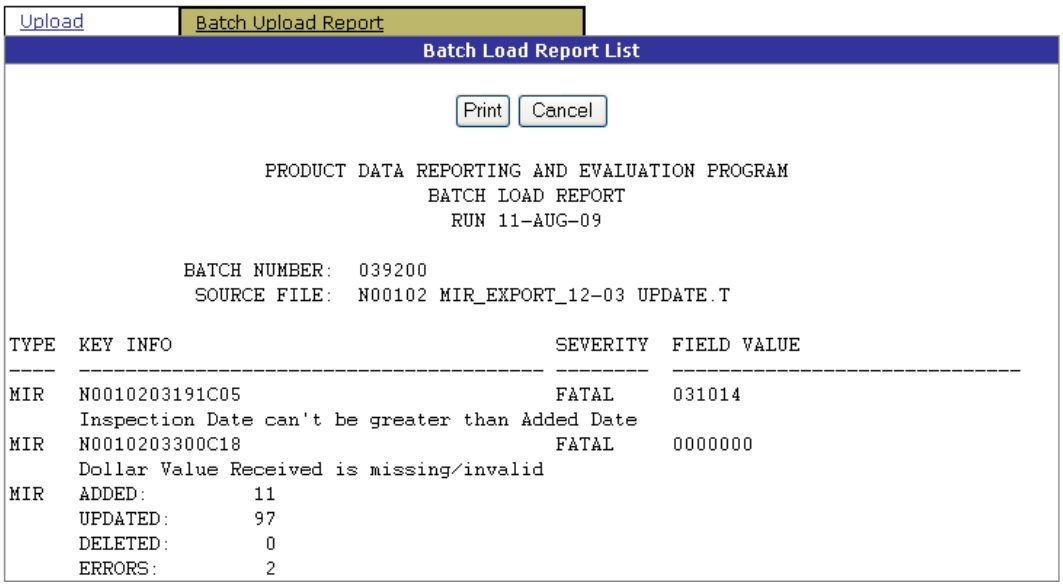

Figure 4.5
f. Selecting the Report Number link from the batch Load Report List provides a summary view of the records uploaded (Figure 4.5). If there are errors, those errors should be corrected in the user's database, a new batch upload created, and the data re-uploaded to PDREP. The criteria used to evaluate accuracy or completeness of the data permitted into PDREP is based on the references provided in the Forward section of this user guide.